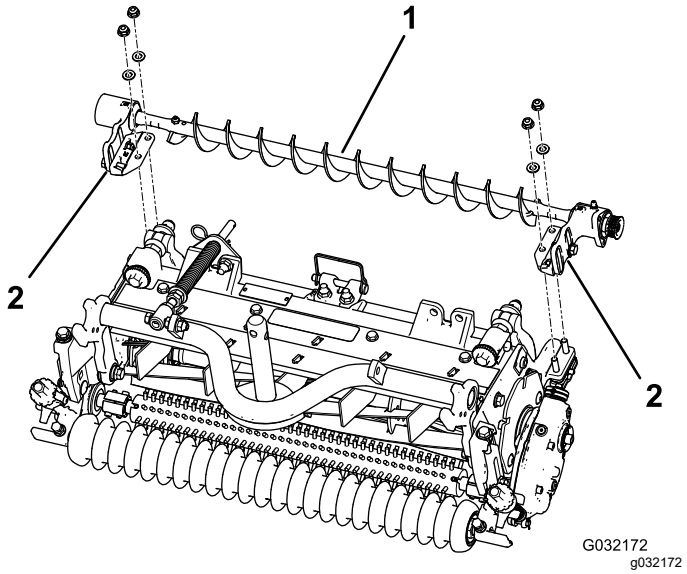

Figur 7
4. Placer venstre eller højre rullebørsteenheds monteringsbeslag på rullebeslagets bolte (Figur 7).